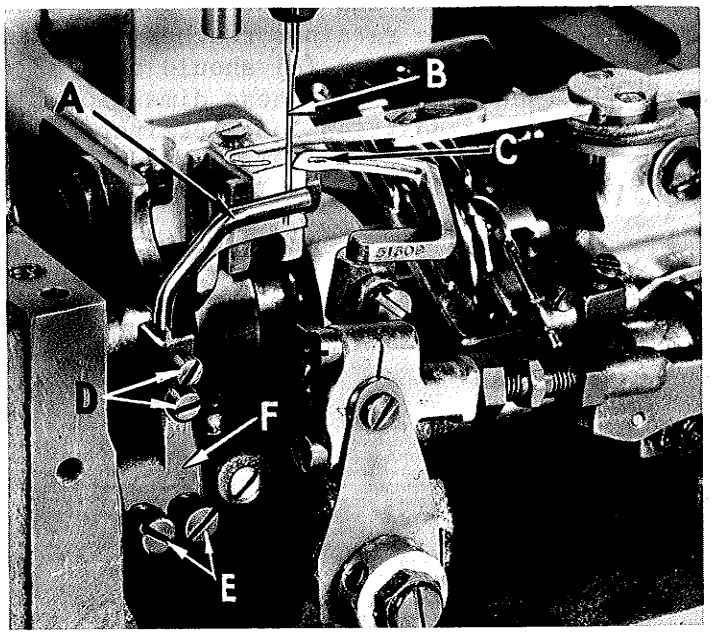

Fig. 16
Set the front needle guard (A, Fig. 16) so that its guarding surface barely contacts the needle (B) as the point of the looper (C) comes up to the needle. It should be set as high as possible without any interference from the looper. The top of the guard should be set no higher than even with the underside of the looper, yet not interfere with the needle thread.This can be accomplished by loosening screws (D) which will permit raising, lowering or rotating the guard around its shank as required, retighten screws. Should forward or rearward repositioning of the needle guard become necessary, loosen screws (E) which will permit rotation of the needle guard holder (F) around its shaft as required, retighten screws.